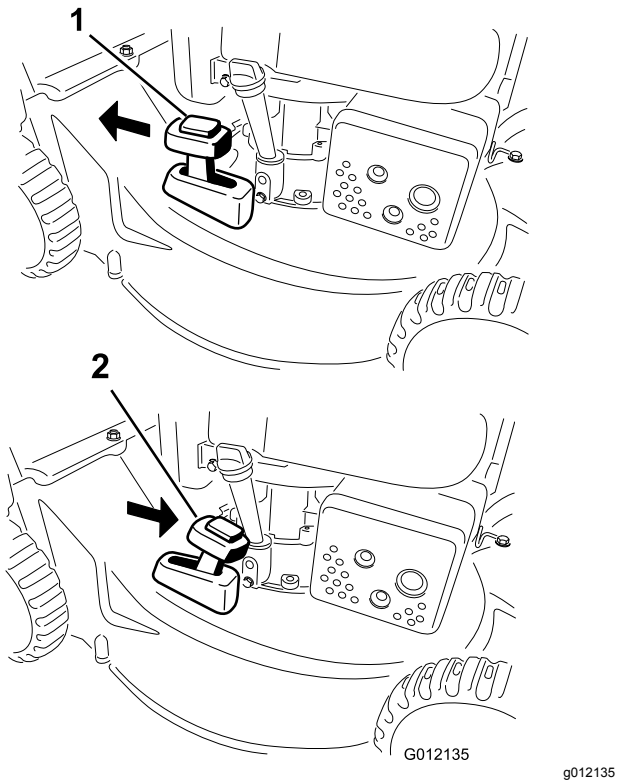

Rysunek 18
Aby włączyć rozdrabnianie ścinków, przesuń dźwignię ustawienia worka do pozycji ROZDRABNIANIE (Rysunek 18).
2. Załóż worek na trawę, patrz Montaż worka na trawę (Strona 12), i przesuń dźwignię ustawienia worka do pozycji WORKOWANIE w sposób pokazany na Rysunek 18.
12). Dźwignia ustawienia worka powinna znajdować się w pozycji WORKOWANIE, zgodnie z Rysunek 18.